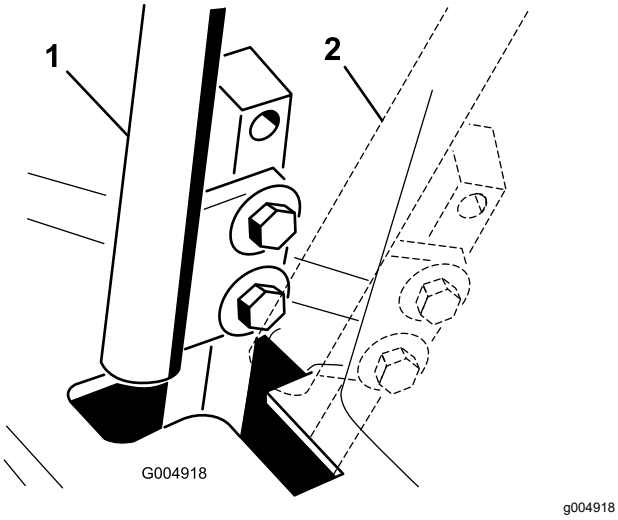

Figur 52
4. Flytta reglaget till NEUTRALLÄGET, men **lås inte fast det** (Figur 52).
6. Kontrollera var rörelsereglaget står i relation till spåret i konsolen (Figur 52).